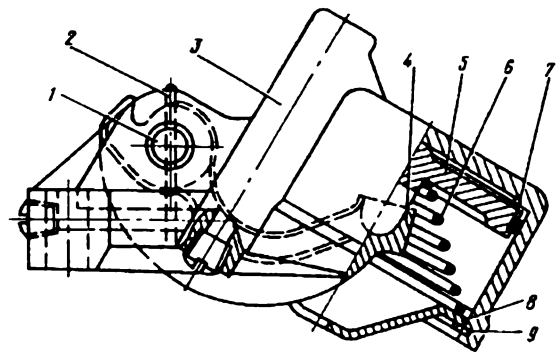

Рис. 99. Цилиндр заднего тормоза:
1. Выньте стопор *2* оси рычага (рис. 99).